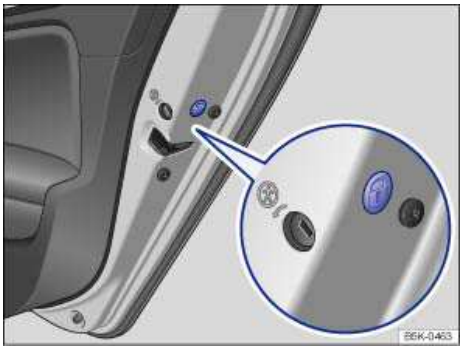

Fig. 160 On the front side of the right rear door: Manual lock, covered by a rubber seal.
- Remove the rubber seal on the front side of the door. The seal is marked with a lock ⇒ fig. 160.